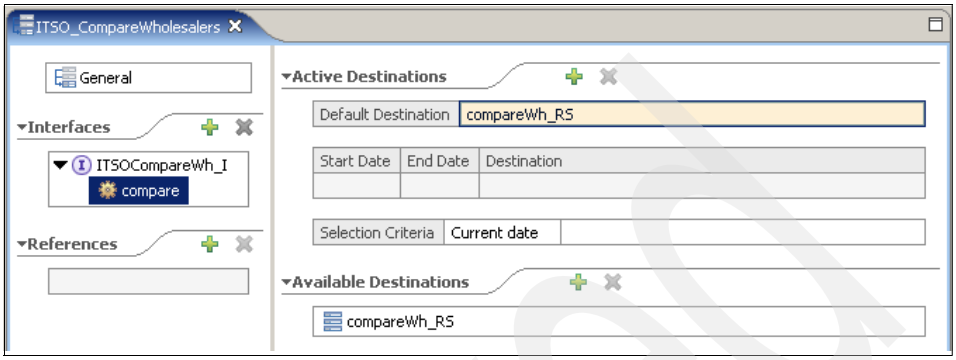

Figure 10-57 The completed ITSO_CompareWholesalers rule group
8. Press Ctrl+S to save the compareWh_RS rule set, and close the Ruleset Editor. The ITSO_CompareWholesalers rule group should now look like the example in Figure 10-57.